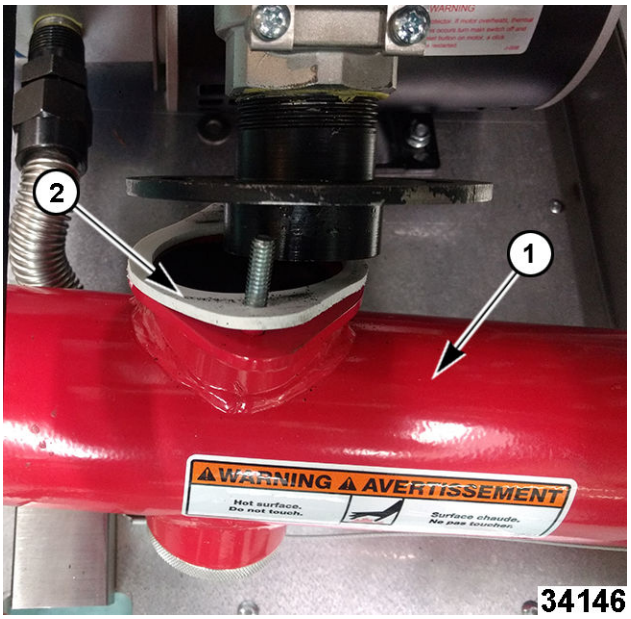

Fig. 95
3. Remove drain manifold (1,Fig. 95) and flange gasket (2, Fig. 95) if fryer has a filter system.